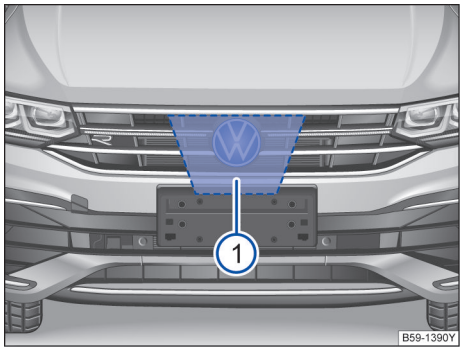

图 139 VW 标志后方的散热器格栅内：雷达传感器
VW 标志后方的散热器格栅内安装了一颗雷达传感器→ 图 139①，用于监测交通状况，可探测距本车约 100m 范围内的前方车辆行驶状况。